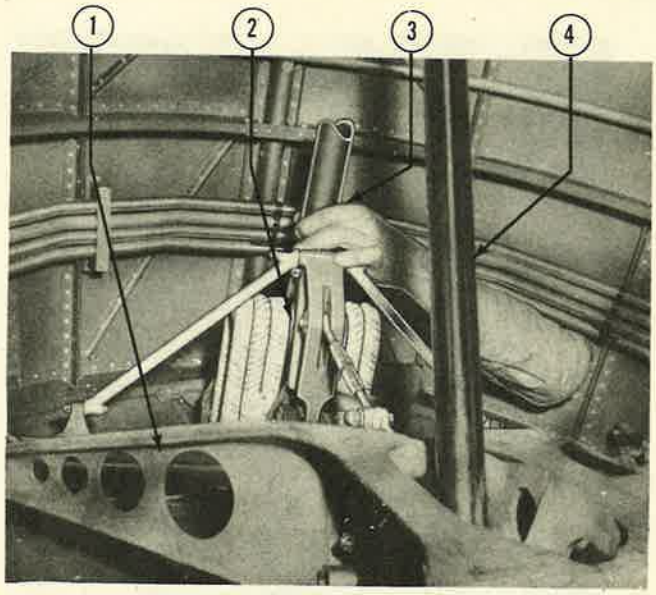
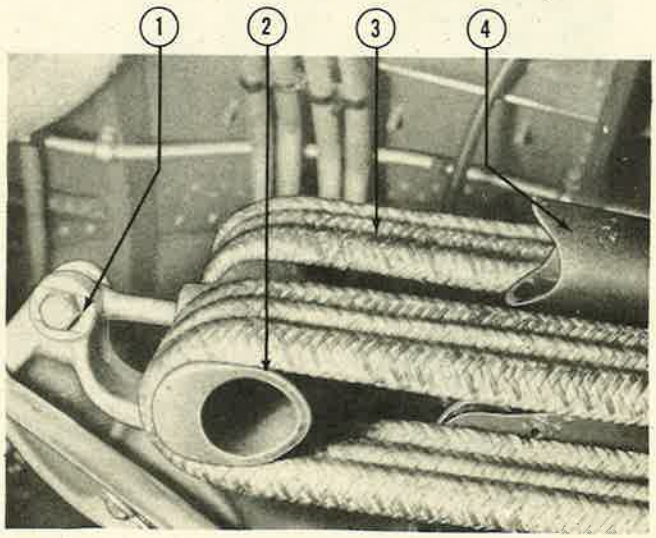
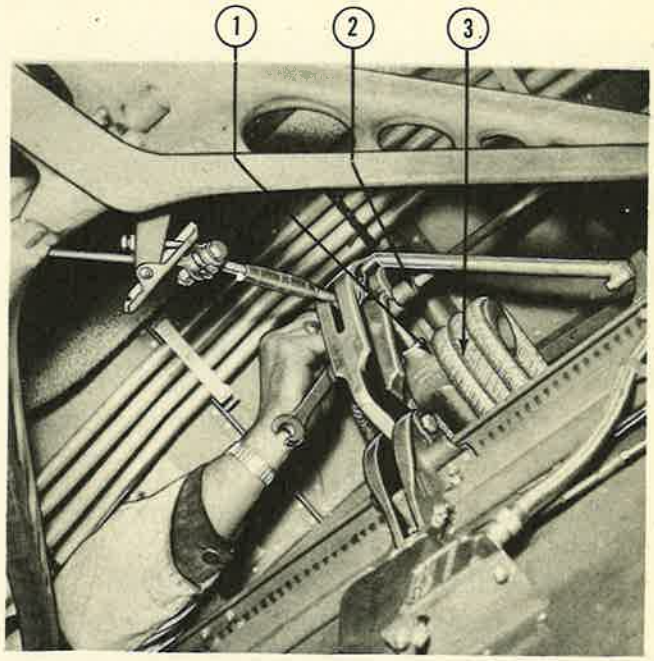

Figure 144—Installing Bungee Spreader Bar
Figure 145—Bungee Spreader Bar in Place Before Retraction of Landing Gear
Figure 146—Removing Bolt From Bungee Forward Yoke
(2) Support the airplane on wing jacks, as outlined in section III, paragraph 2.*b*.(1)*(a)*.
(3) With the landing gear extended, place one end of the spreader bar on the center of the bungee rear yoke. The bungee spreader bar may be placed on the yoke by working through the access doors on each side of the upper portion of the nacelle. (See figure 144.)
(4) Reduce the hydraulic system pressure to zero by operating the wing flaps. Move the safety latch control handle to the "LATCH RAISED" position and the landing-gear control valve handle to the "UP" position.
(5) Retract the gear slowly by operating the hydraulic hand pump until the forward end of the spreader bar engages the bungee forward yoke, relieving the tension on the bungee yokes. (See figure 145.)
(6) Place the landing-gear control valve handle in the "NEUTRAL" position.
(7) Remove the bolts that attach the bungee yokes and remove the spreader bar, shock cord, and fittings as a unit. (See figure 146.) Lower the gear slowly or support it from the ground or the landing gear will drop rapidly with the bungee removed.